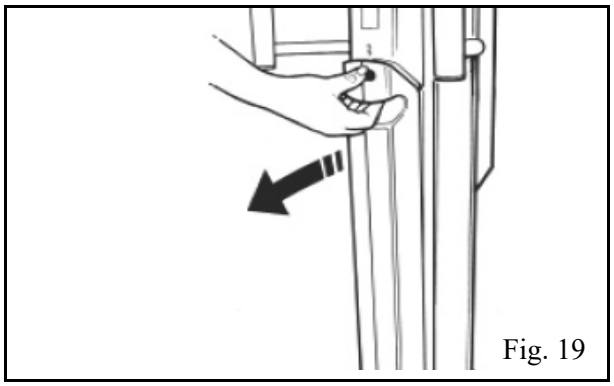

Fig. 19
Lorsque l'indicateur de décharge de batterie affiche trois (3) barres complètes, terminer le cycle de levage. Amener ensuite le lève-personne dans un endroit pratique et enlever la batterie en la prenant par la poignée de saisie prévue sur le dessus puis la soulever pour l'extraire. (voir fig. 19). Placer la batterie dans le chargeur. Vérifier que la batterie est bien fixée (voir « Chargeur de batterie » Mode d'emploi 001-24257).